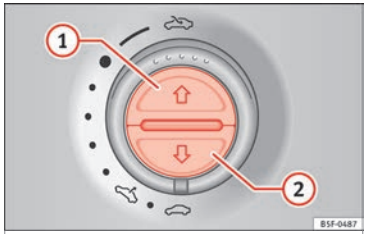

Bild 139 På det inre takfodret: knappar för soljalusierna
Öppna helt (automatiskt):	Tryck snabbt på knappen »» **bild 139** (1).
För att stoppa automatisk drift:	Tryck snabbt på knappen »» **bild 139** (1) eller »» **bild 139** (2).
För att ställa in mellanläget:	Håll inne knappen »» **bild 139** (1) eller »» **bild 139** (2) tills önskad position nås.
För att stänga helt (automatiskt):	Tryck snabbt på knappen »» **bild 139** (2).
- *Soljalusier:* Inom 5 sekunder efter att klämskyddsfunktionen har aktiverats trycker du på knappen »» **bild 139** (2) tills soljalusierna stängs helt.